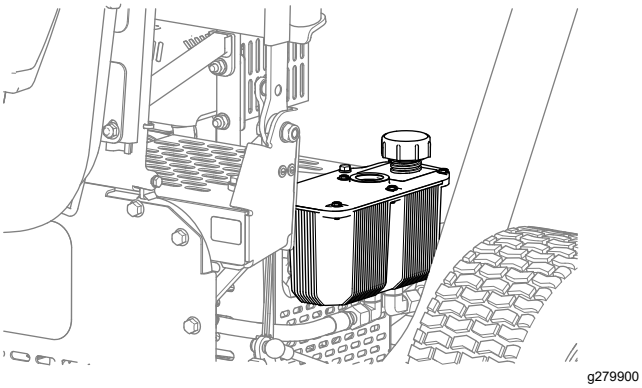

**Рисунок 38**
2. Снимите крышку гидравлического бака (Рисунок 38).
4. Установите на место крышку бака (Рисунок 38).